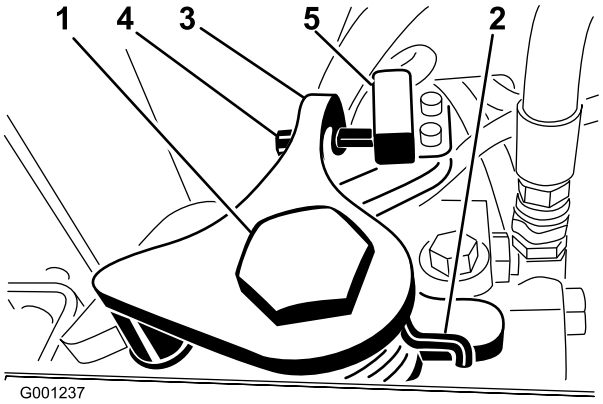

**Figuur 57**
3. Draai de klemschroef aan de andere kant van de afstelnok van de tractie los (Figuur 57).
7. Draai aan de schroef op de arm voor de terugkeer naar de neutraalstand (Figuur 57) totdat de afstand tussen het uiteinde van de schroef en het schakelaarcontact 2,286–3,048 mm bedraagt.